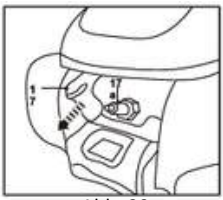

Abb. 29
1. Ziehen Sie den Zündkerzenstecker (18) ab (Abb. 29).